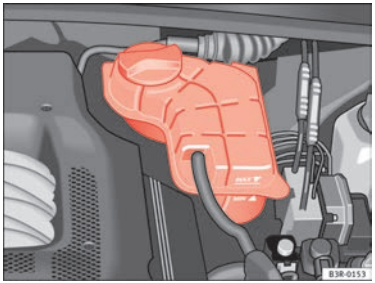

Fig. 182 Engine compartment: Coolant fluid deposit
– Check the coolant level on coolant fluid expansion tank ⇒ Fig. 182. When the engine is cold, it should be between the “min” and “max” marks. When the engine is hot, it may be slightly above the “max” mark.
– Cover the cap on the expansion tank ⇒ Fig. 182 with a cloth, and **carefully** unscrew the cap anticlockwise ⇒ ⚠.